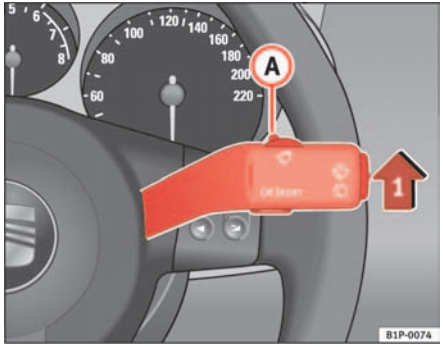

Fig. 86 Windscreen wiper lever
– Move the windscreen wiper lever into position (1) ⇒ fig. 86.
– Move the control (A) to the left or right to set the sensitivity of the rain sensor. Switch to the right - high sensitivity. Switch to the left - low sensitivity.